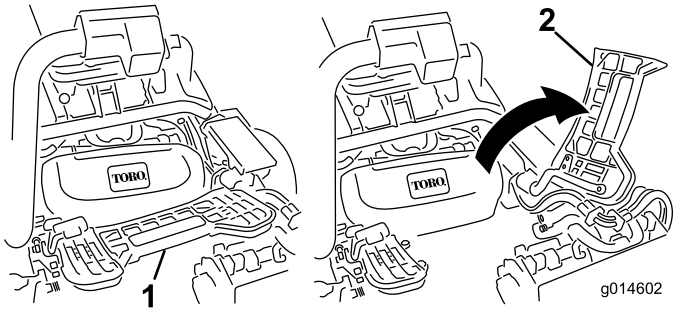

**Figur 34**
2. Lyft upp fotstödet och fäll upp det så att du kommer åt mittklippenheten (Figur 34).